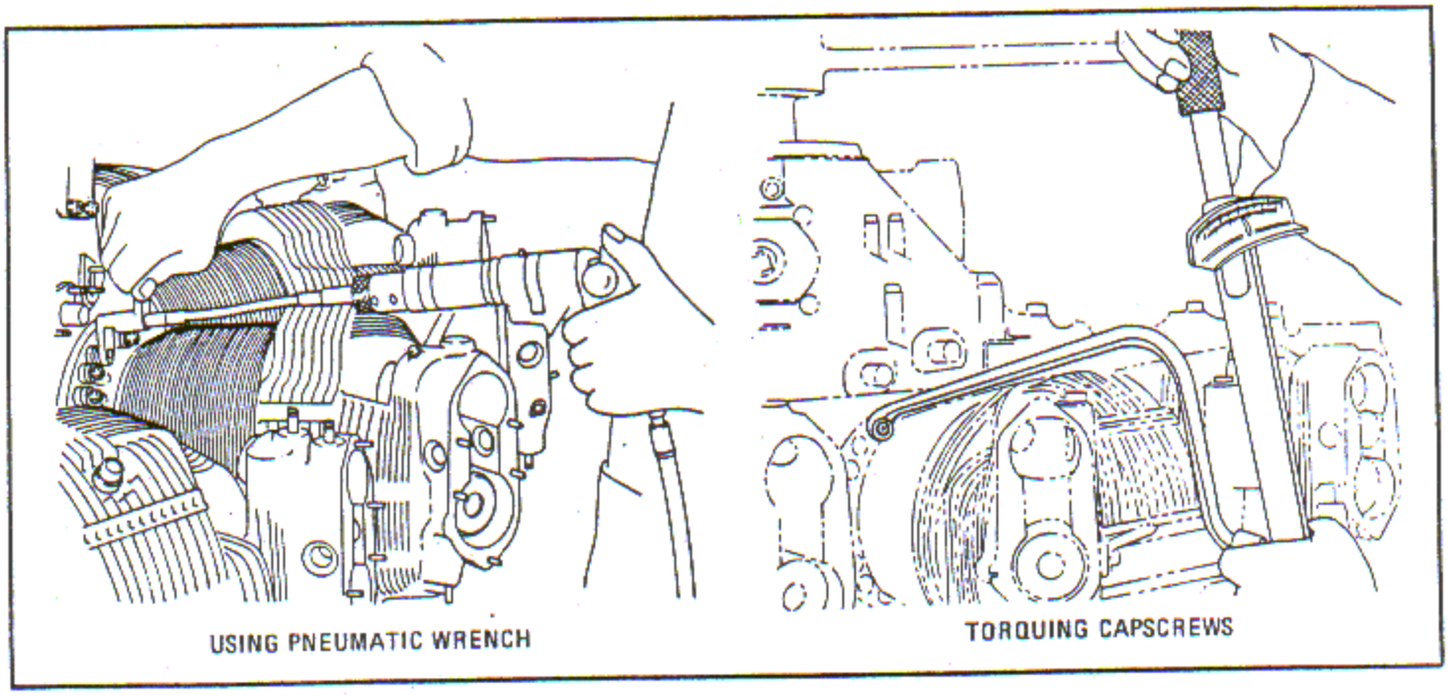

Figure 8-9. Installing Cylinder Capscrews
l. Install the remaining cylinder capscrews and run them down with wrench B or wrench C. See figure 8-9.